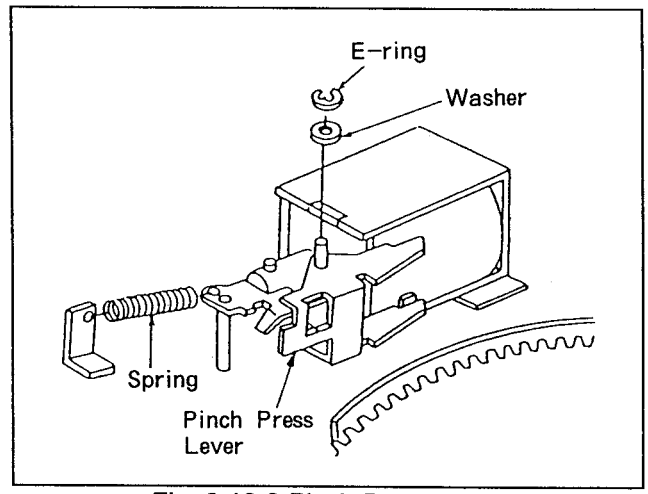

Fig. 6-12-3 Pinch Press Lever
2. Remove the spring as shown in Figure 6-12-3.
3. Remove the E-ring and washer as shown in Figure 6-12-3.